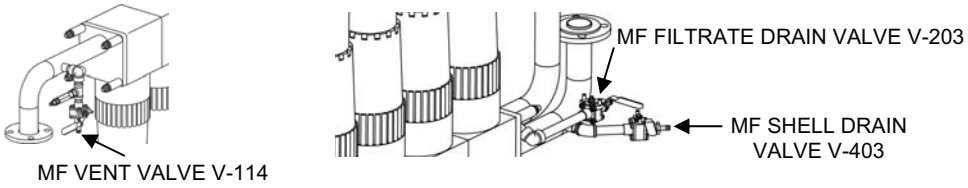

Figure 4. MF Vent / Drain Valve Location.
3. Open the following MF vents/ drains (Figure 4):